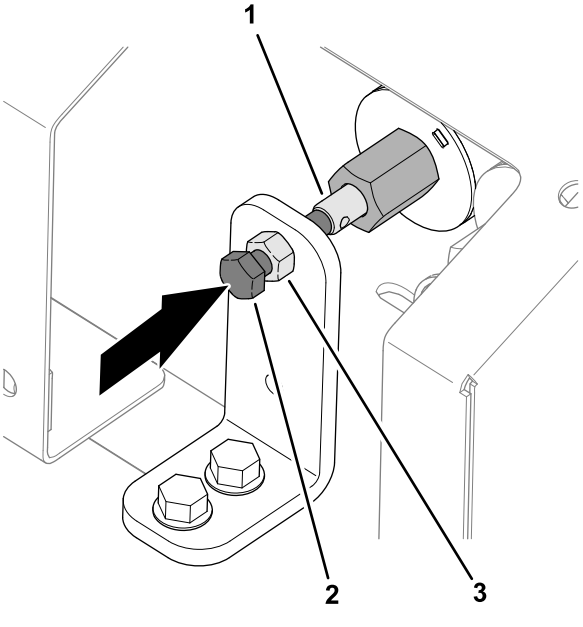

Figur 30
1. Løsn kontramøtrikken på beslaget for manuel omgåelse (Figur 30).
2. Drej sekskantskruen til ventilomgåelsen med uret for at øge transportbåndets hastighed (Figur 30).